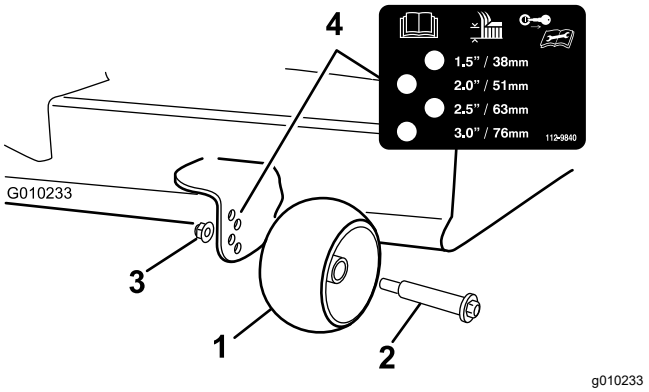

Figura 30
3. Ajuste los rodillos protectores del césped (Figura 30) a la posición de altura de corte más próxima.